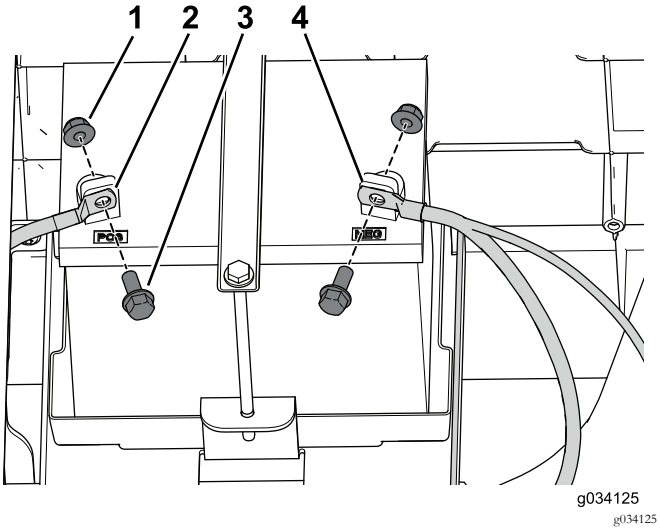

Figure 48
1. Fixez le câble positif (+) à la borne de la batterie à l'aide du boulon et de l'écrou (Figure 48).
2. Fixez le câble négatif (–) à la borne de la batterie à l'aide du boulon et de l'écrou (Figure 48).